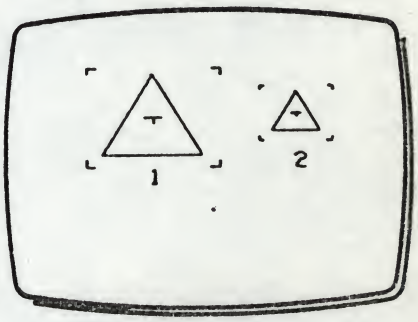

Fig 2
2 Move XY to position the cursor frame at (1) in Fig 2.
5 Move XY to position the cursor frame at (2) in Fig 2.